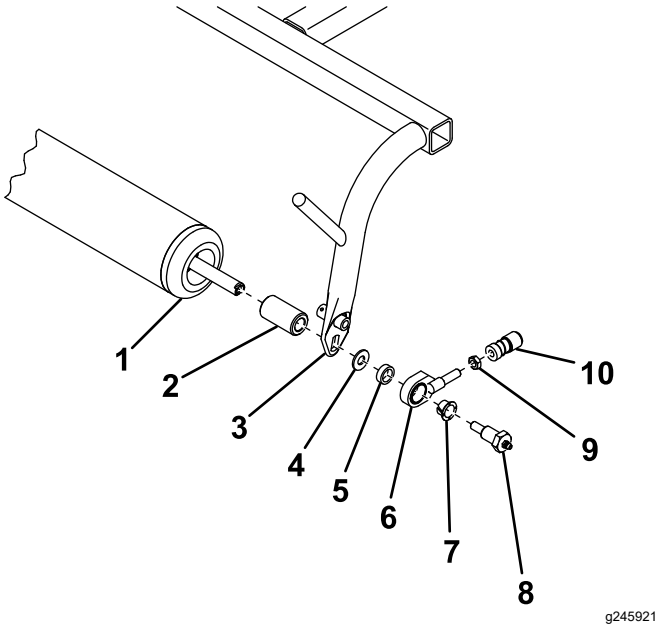

Figura 4
6. Insira um espaçador de estrutura em cada extremidade do rolo (Figura 4).
7. Prenda o rolo à estrutura de tração como se mostra na Figura 4.
8. Enrosque a porca de retenção e o recetor da junta esférica previamente removida no conjunto articulado (Figura 4). Não aperte a porca de bloqueio nesta altura.